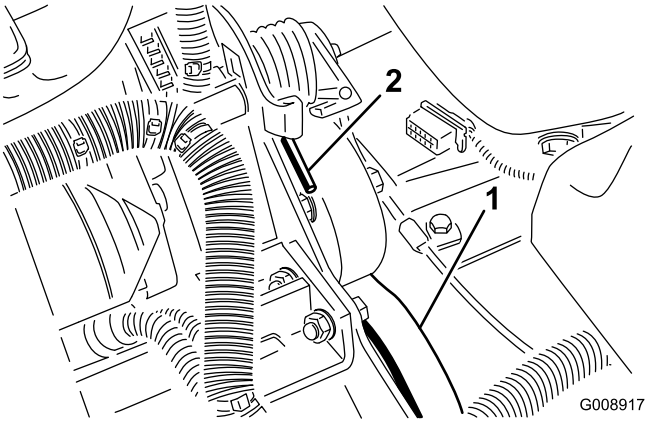

Figuur 56
2. Druk het uiteinde van de veer omlaag en naar voren (Figuur 56) om deze los te maken van de beugel en de veerspanning op te heffen.